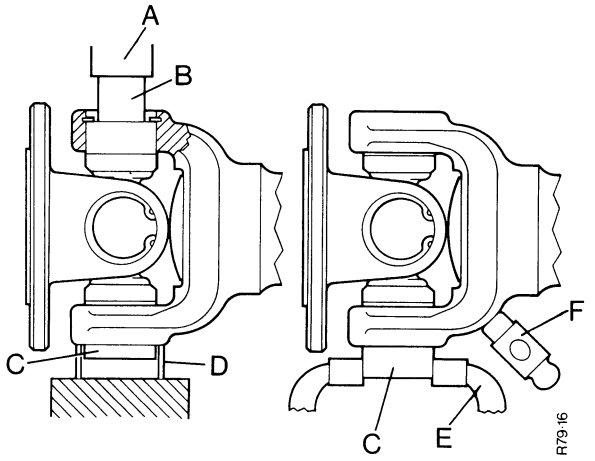

FIGURE 30. REMOVING CUPS FROM HALF SHAFT YOKES
6. Cups without plugs must be removed by pressing on one cup to push the opposite cup out. See Figure 30.